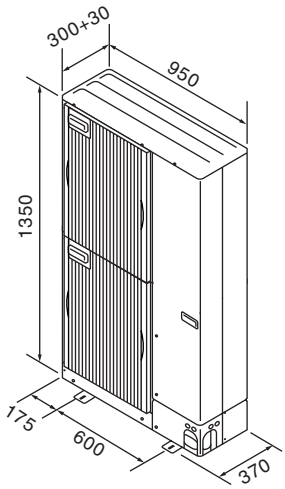

Fig. 3-1
3.3. Außenmaße (Außenanlage) (Fig. 3-1)